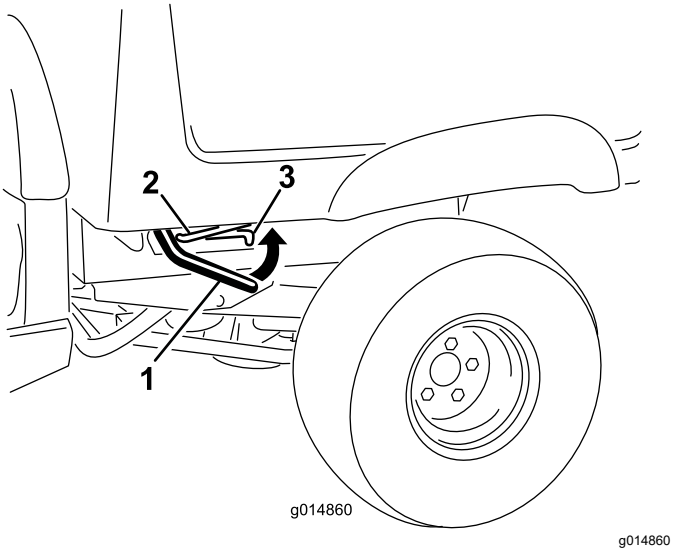

Figura 13
1. Levante la palanca situada en cada lado de la plataforma y eleve la plataforma (Figura 13).
1. Eleve la plataforma de carga un poco tirando hacia arriba de la palanca de enganche (Figura 13).